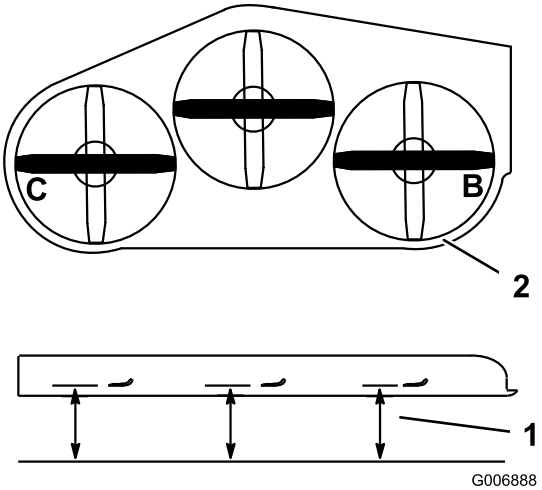

**Figuur 83**
1. Zet het **rechter** maaimes in de horizontale stand (Figuur 83).
2. Meet het rechtermes bij punt **B**. Meet de afstand tussen een horizontaal oppervlak en de snijrand van het maaimes (Figuur 83).
4. Zet het linker maaimes horizontaal (Figuur 83).
5. Meet het linker mes bij punt **C** (Figuur 83). Meet de afstand tussen een horizontaal oppervlak en de snijrand van het maaimes.